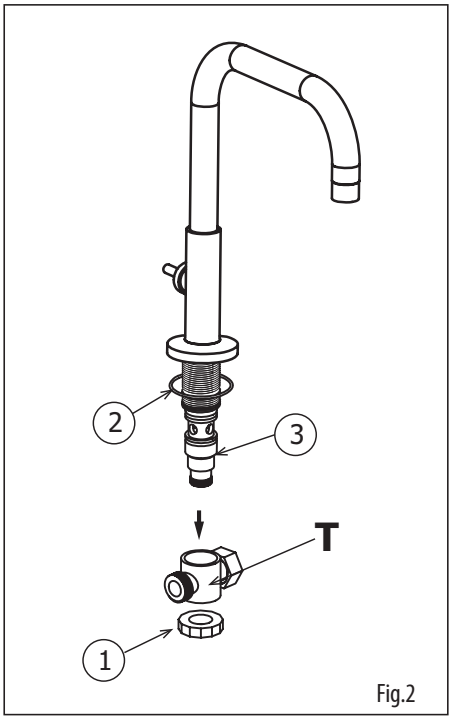

Fig.2
Unscrew the hexagonal nut (1) and pull out the T connection from the shank (3). Fig.2. Make sure the o-ring (2) is in place. Fig.2.
Dévisser l'écrou de retenue (1) et séparer la connection en T de son raccord (3). Assurer vous que la rondelle (2) soit en place. Fig.2.